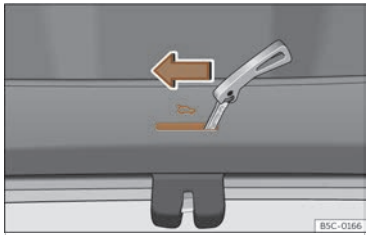

Fig. 79 Luggage compartment: manual release.
- Insert the key blade into the slot and move the key in the direction of the arrow until the lock unlocks ››› **Fig. 79**.